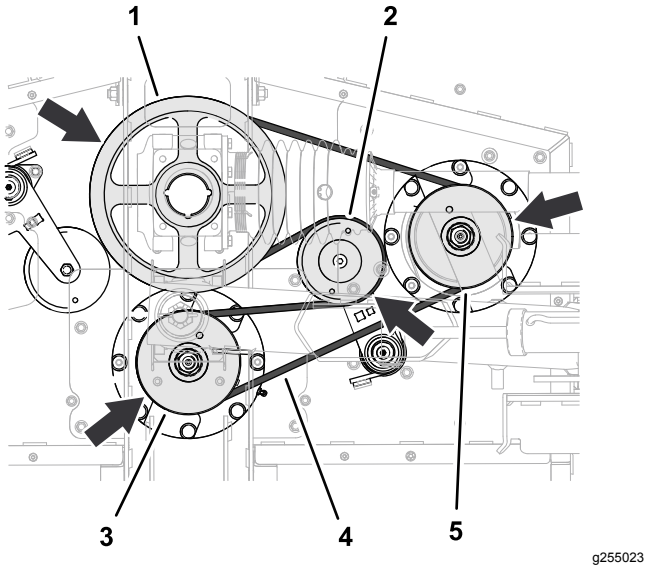

Figur 62
1. Dra den långa remmen runt drivremskivan, det övre spåret på mittspindelremskivan och höger spindelremskiva (Figur 62).
2. Använd en kofot eller ett liknande verktyg för att rotera remspännaren motsols och dra remmen över spännlocksremskivan (Figur 62).